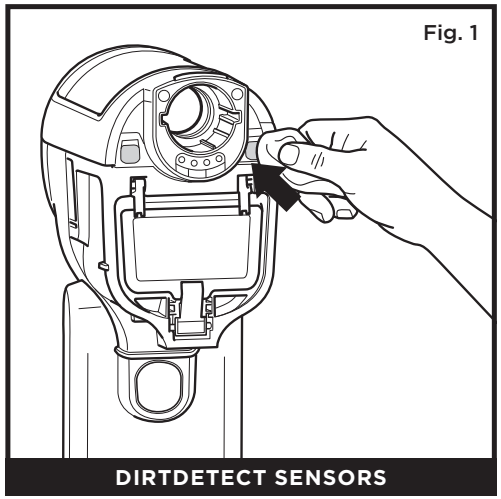
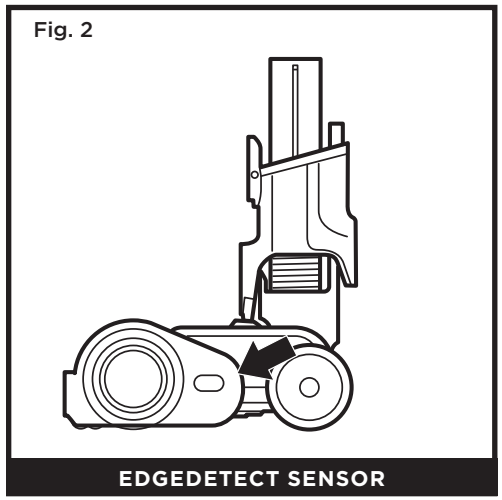

Fig. 1
Fig. 2
2. Locate the Dirt Detect Sensor in the nozzle of the hand vac (Fig. 1), and the Edge Detect sensor on the side of the nozzle (Fig. 2).